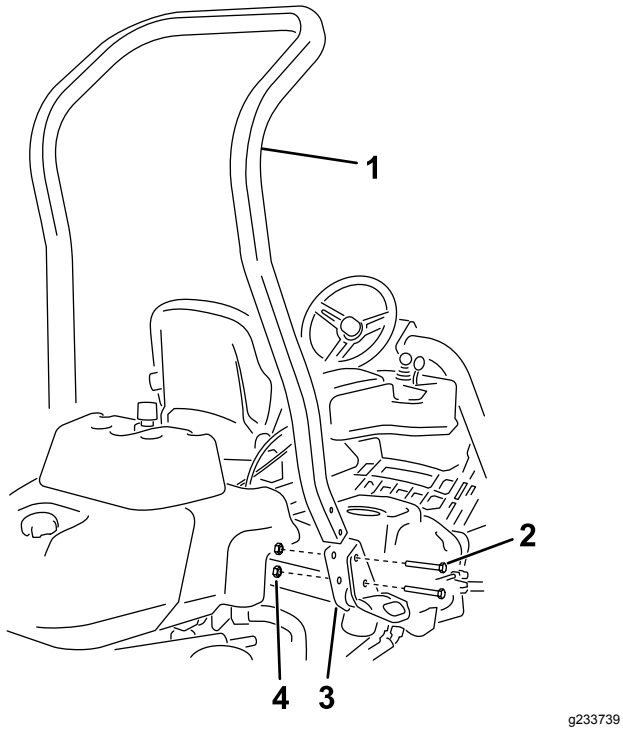

Figura 3
3. Utilize quatro parafusos (½ pol. x 3¾ pol.) e quatro porcas flangeadas (½ pol.) para instalar a barra de segurança nos suportes ROPS em cada lado da máquina como ilustrado na Figura 3.